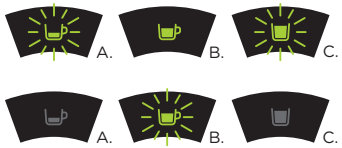

Fig. 18: Programming the coffee extraction button.
- Then press the coffee extraction button until the indicator lights of the espresso and the tea extraction buttons start blinking. Press the coffee extraction button (see **Fig. 18**). The indicator lights of the espresso and the tea extraction buttons go out.